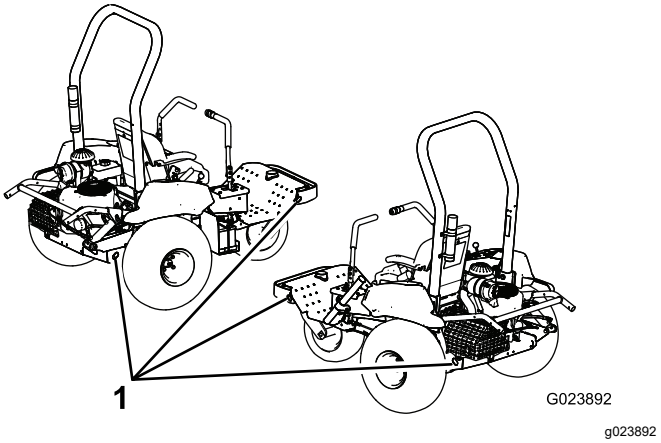

Figure 31
5. Use the tie-down points on the machine (Figure 31) to securely fasten the machine to the transport vehicle with straps, chains, cable, or ropes.